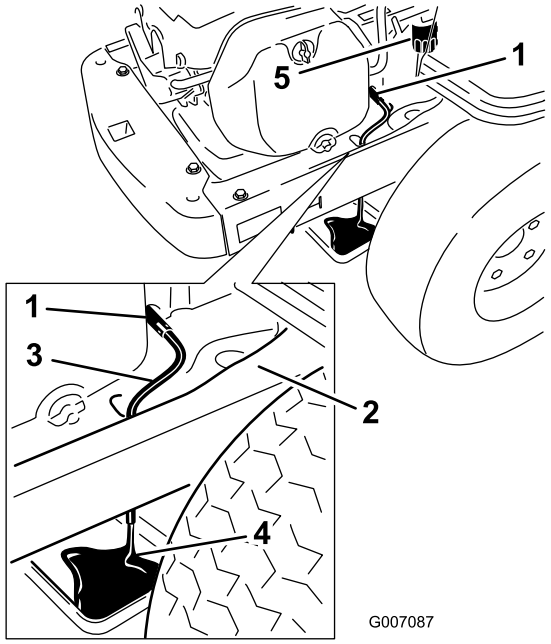

Figur 38
7. Anbring en skål direkte under maskinens aftapningsslange (Figur 38).
8. Drej aftapningsventilen 1/4 omgang mod uret for at åbne den og aftappe olien (Figur 38).
11. Fjern det gamle filter, og tør monteringspladen af (Figur 38).
13. Fjern olieaftapningsslangen og tør overskydende olie af stellet (Figur 38).